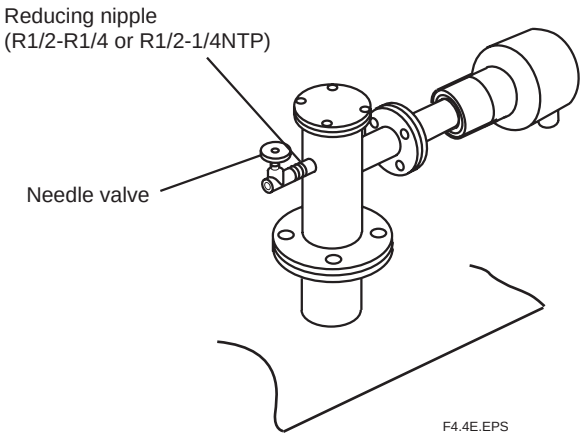

Figure 4.4 Mounting the needle valve for restricting exhaust flow of the sample gas
● If a high-temperature detector is used and the pressure of the measured gas is 0.49 kPa or higher, it is recommended that a needle valve (throttle) be used in the sample gas exhaust of the high-temperature probe adapter (see Section 4.1.4, Figure 4.4).
- If a high-temperature detector is used and the pressure of the measured gas is 0.5 kPa or higher, it is recommended that a needle valve (throttle) be used in the sample gas exhaust of the high-temperature probe adapter (see Section 4.1.4, Figure 4.4).